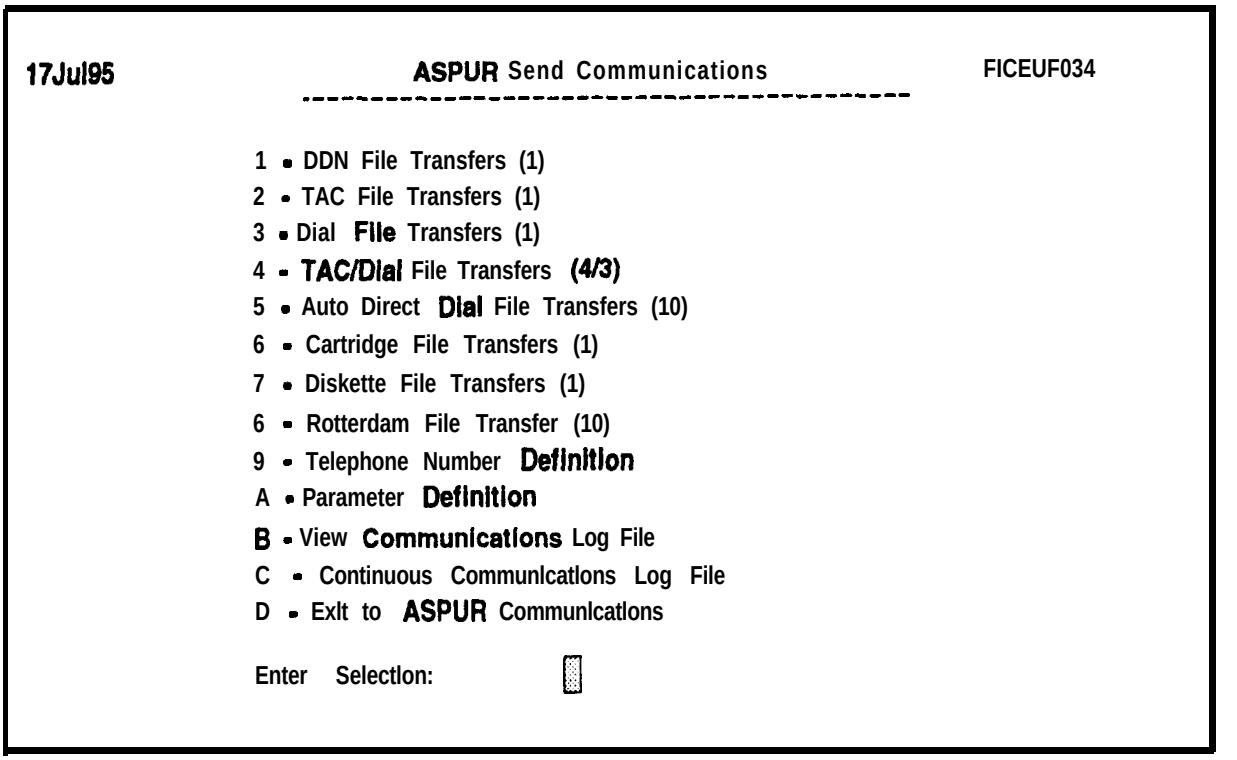

Figure 1 I-58. ASPUR Send Communications Menu
b. Select **Send** 1085 or **Send** 1086 from the ASPUR Communications menu. The ASPUR Send Communications menu will be displayed as shown in Figure 1 l-58.
c. From the GBL Functions menu, select **Prepare a GBL.** The GBL Data (Part I) screen will be displayed, as shown in Figure 1 l-59, with the PREPARE GBL: ring menu shown at the top.
(1) If necessary, press F7 to display the GBL Block 16 and 18 Remarks window as shown in Figure 1 l-60. This window allows you to enter the **number in Block 16 remarks, kind of Block 16 remarks,** and **Block 18 remarks.** Press **RETURN** at the end of each line to enter another line. When you have completed these entries, press **RETURN** at the end of the last line and then press **ESC** to accept the data and return to the GBL Data (PART-I) screen.
g. Press **ESC** to accept the data in the GBL Data (PART-I) screen. The GBL Data (Part-II) screen will be displayed as shown in Figure 1 l-62.
Figure 1 l-61. GBL Block 19 Remarks Window